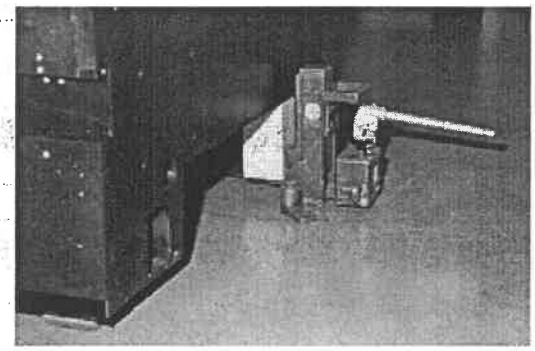

Bild 2
- Lassen Sie die Maschinen vorsichtig auf die Präzisionskeilschuhe ab und setzen Sie die beiden Hydraulikheber mit einem Hartholz am hinteren Ende der Kühlmittelbehälteraussparung an (Bild 2).